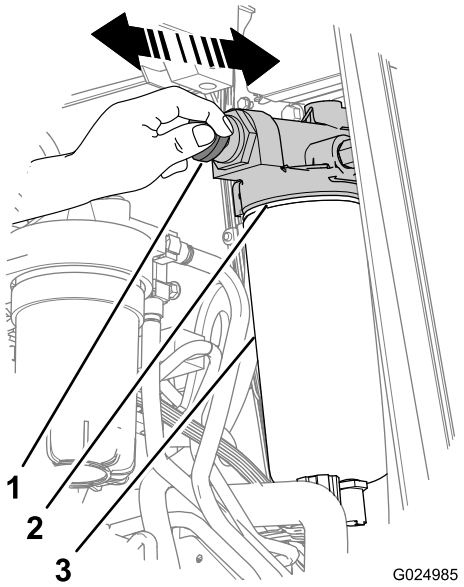

Figura 75
3. Limpie el cabezal de la bomba de combustible y la bomba de cebado usando un limpiador en spray de secado rápido y aire comprimido (Figura 75).
4. Desbloquee el mando de la bomba de cebado girándola en sentido **antihorario** (Figura 75).
5. Accione el mando de la bomba de cebado (Figura 75) hasta que note resistencia y no pueda accionar más el mando (unos 140 a 150 veces para filtros secos, o 20 a 60 veces para filtros prellenados).
6. Bloquee el mando de la bomba de cebado manual girándolo en sentido horario hasta que haga tope (Figura 75).